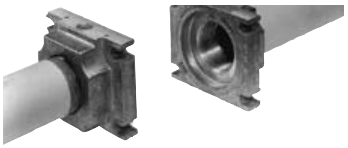

Fig. 6
1. montare la flangia sulla tubazione. Utilizzare opportune guarniture per gas (Fig. 6)